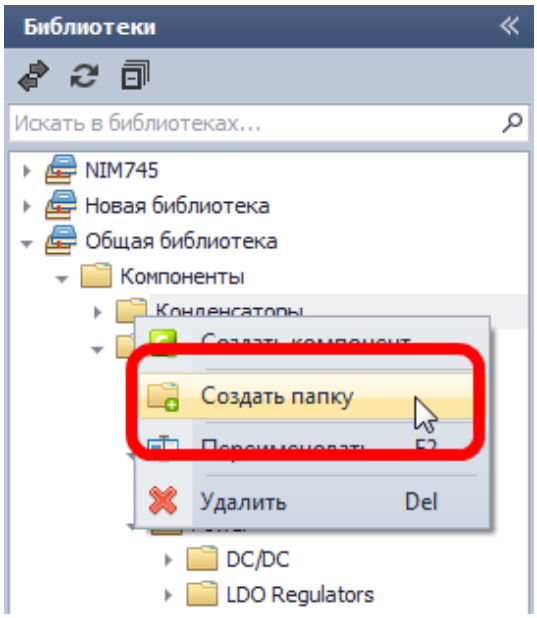

Рис. 95. Создание дополнительной папки
2. Вызовите контекстное меню и выберите пункт «Создать папку», см. Рис. 95.